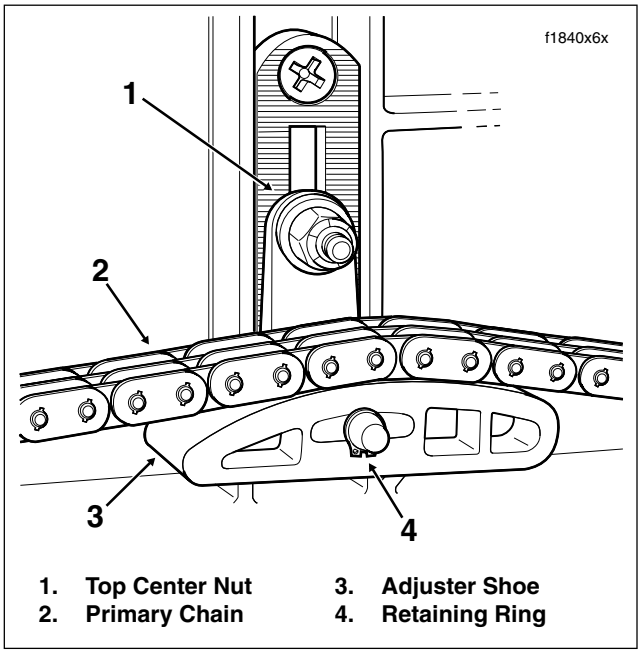

Figure 6-1. Primary Chain Tensioner Assembly
2. Loosen top center nut from captured bolt of chain tensioner assembly. See Figure 6-1.
a. Loosen the top center nut a maximum of two turns and raise or lower the chain tensioner assembly as necessary to obtain the specified free play. See Figure 6-1.